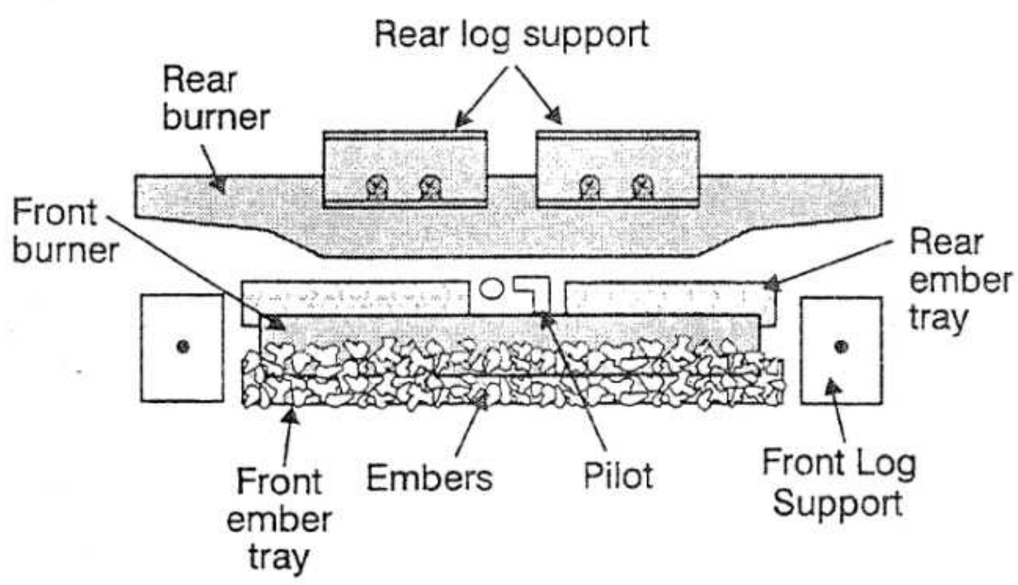

Fig. 14: Top View
3) Place embers along full length of the front burner tray. Put embers on top of the front burner but **keep embers clear of the pilot** and make sure the embers do not prevent the front log from sitting properly on the front log stands. See Fig. 14. **Do not put any embers in the rear ember tray.**